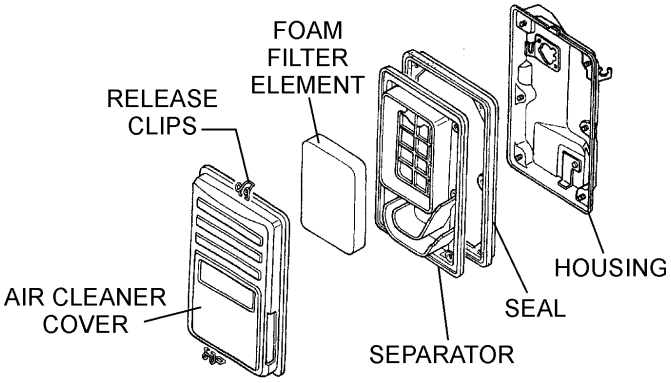

Figure 38. Engine Air Cleaner
1. Remove the air cleaner cover and foam filter element as shown in Figure 38.